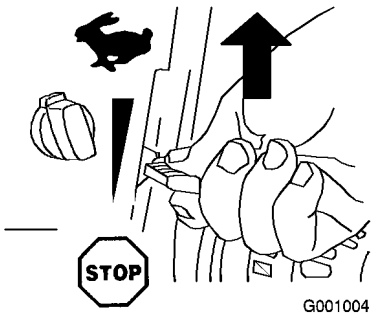

Figur 19
2. Sett gassen til Hurtig-stilling (Figur 19).